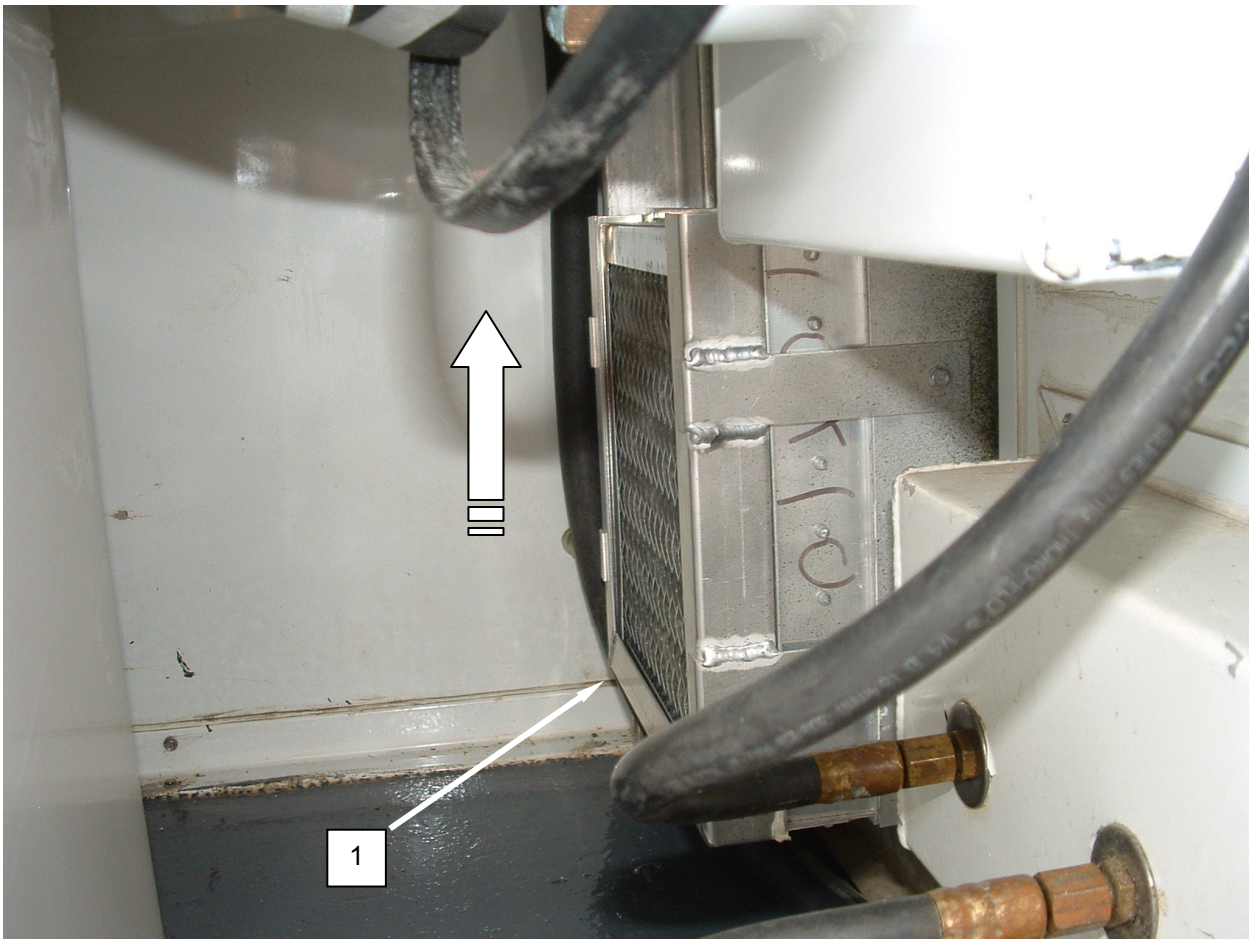

Figure 2. Clean the Boiler Air Filter.
1. Remove filter **(Figure 2, Item 1)** from filter mount under boiler.
3. Install filter **(Figure 2, Item 1)** into filter mount.